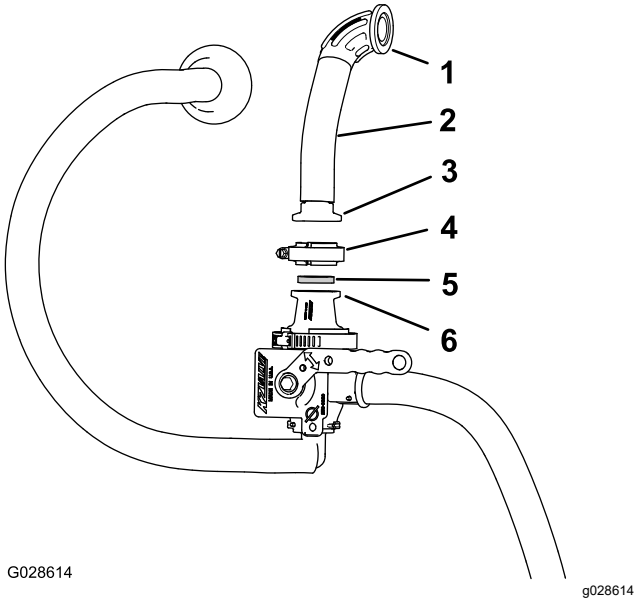

Rysunek 20
7. Ustaw uszczelkę i króciec prosty kołnierzowy nowego węża wlotowego równo z kołnierzem adaptera znajdującego się na górze zaworu pompy strumieniowej (Rysunek 20).
8. Zamocuj króciec prosty kołnierzowy na zaworze za pomocą obejmy kołnierza (Rysunek 20).